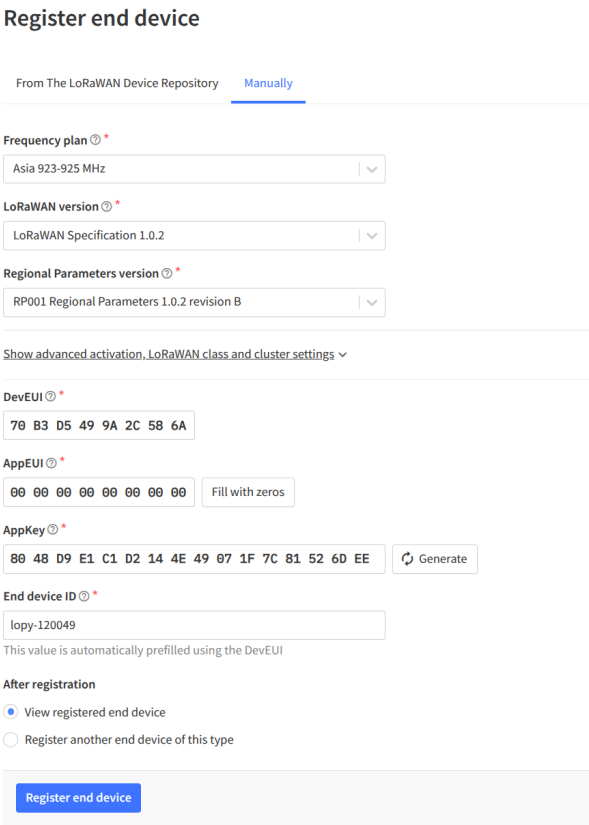

Figure 8: Registering an end device on TTN
2. Fill in the following fields (see Figure 8):